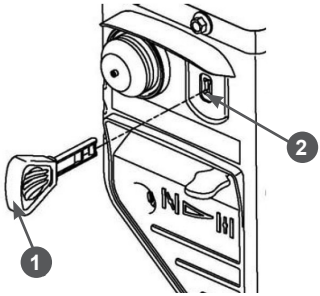

Рис. 38 Установка ключа выключателя зажигания
5. Вставьте ключ 1 в гнездо 2 выключателя зажигания (Рис. 38).
При возникновении аварийной ситуации, для экстренной остановки двигателя извлеките ключ из гнезда выключателя зажигания (Рис. 38).
6. Извлеките ключ из гнезда выключателя зажигания (Рис. 38).